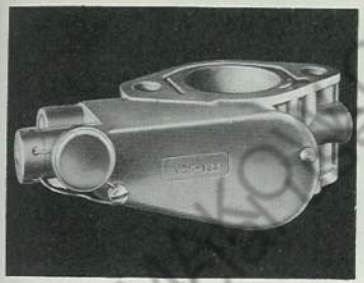

Fig. 27 Model Number is Stamped on Housing as Shown
1. Check governor model before proceeding, as this is essential to obtain correct recalibration. Model number is stamped on operating spring housing cover as illustrated in Fig. 27, also given in "Specifications" at end of this section.